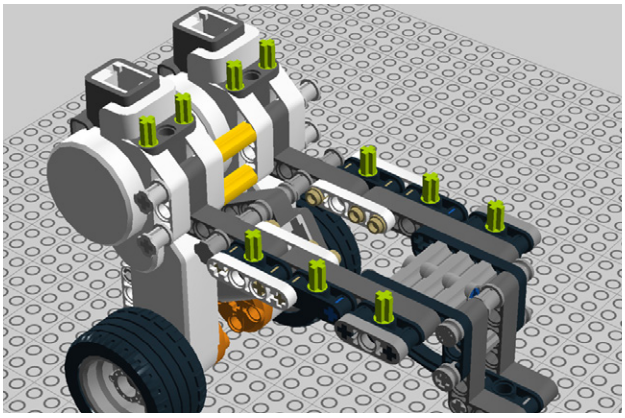

Figure 1-54. *Step 50: Adding cross connectors*
50. Pop in 10 cross connectors as shown in Figure 1-54. Your Bricktronics mounting plates will connect to these pegs.